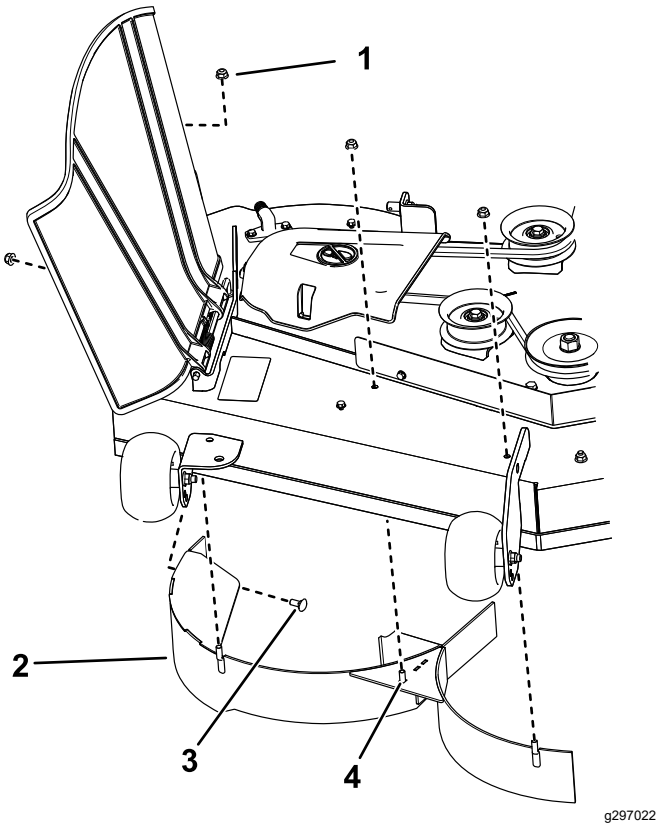

**Figure 13**
4. Remove the 3 locknuts (5/16 inch) from the welded posts of the right baffle (Figure 13).
1. Locknut—5/16 inch (4)
4. Welded post (3)
5. Remove the 2 carriage bolts and 2 locknuts securing the right baffle to the deck and remove the baffle (Figure 13).
6. Locate the 3 bolts in loose parts and use the existing locknuts and install these fasteners into the holes used for the welded posts (Figure 13) to prevent flying debris.